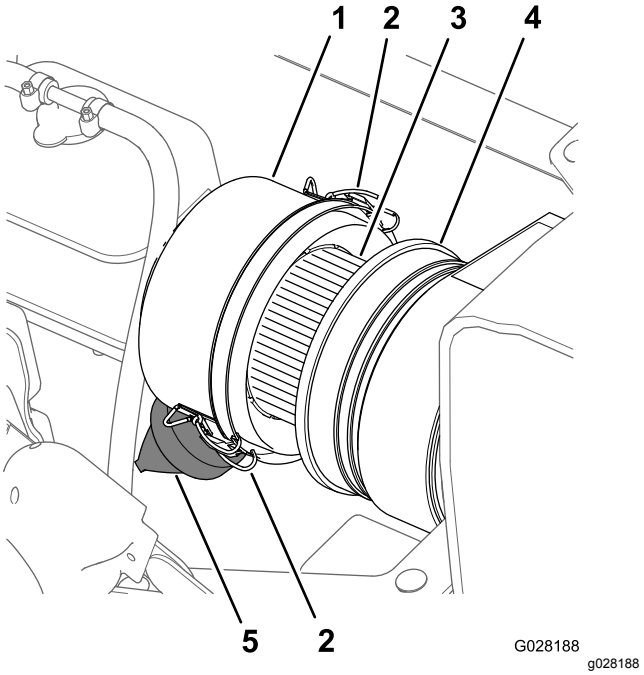

Figur 68
3. Rengör dammkåpan och luftrenarhuset (Figur 68).
4. Undersök om luftrenarhuset har skador som kan orsaka en luftläcka (Figur 68).
5. Kläm på dammventilen för att rensa den från smuts, damm och skräp (Figur 68).
7. Kontrollera om luftfiltret har stora ansamlingar av smuts, damm och skräp (Figur 68).
8. Montera dammkåpan på luftrenarhuset och fäst kåpan med de två spärrhakarna (Figur 68).
2. Rengör dammkåpan och luftrenarhuset (Figur 68).
6. Torka av insidan på dammkåpan, luftrenarhuset och dammventilen med en fuktig trasa (Figur 68 och Figur 69).